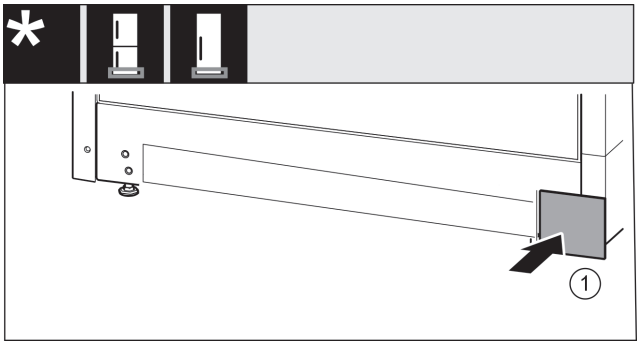

Fig. 20
▶ Kryt *Fig. 20 (1)* opět nasaďte na druhé straně.